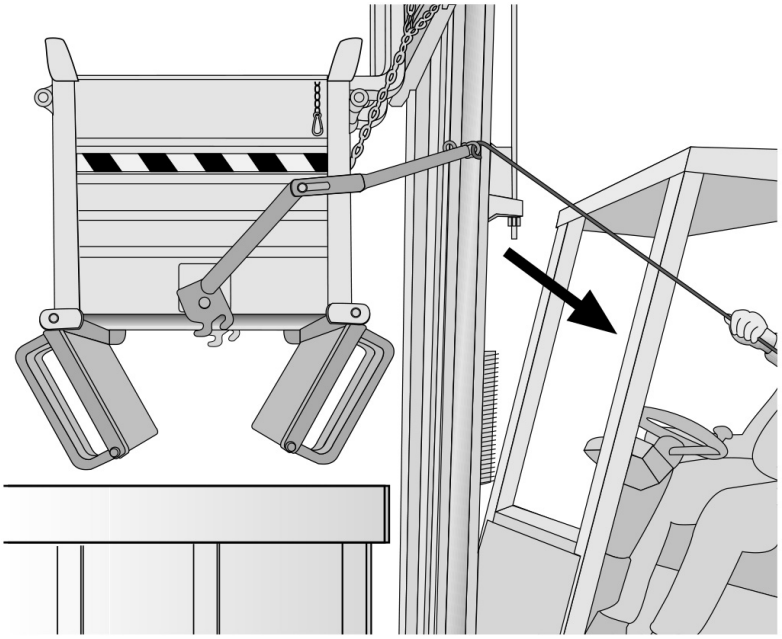

Bild 6.2.8
• 6.2.11 Ziehen Sie am Seil, um den Verriegelungshebel zu lösen. An diesem Punkt öffnen sich die Böden des Containers, und der Inhalt wird in den darunterliegenden Behälter entladen **(Bild 6.2.8)**.